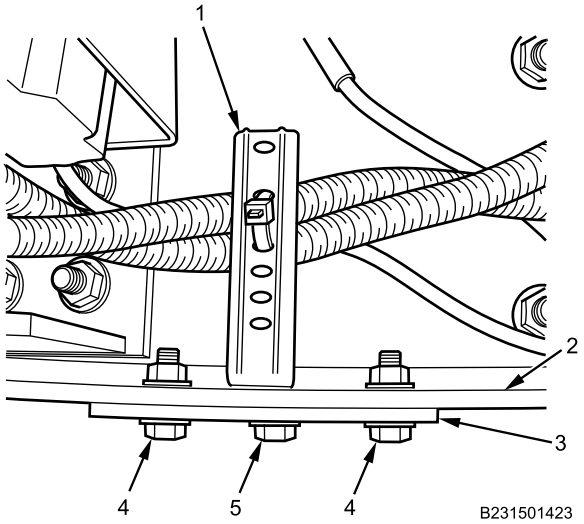

Figure 7. Right Side Lower Bumper Brace.
16. With assistant, remove two bolts (Figure 7, Item 5) and nuts from winch harness supports (Figure 7, Item 1).
17. With assistant, remove four bolts (Figure 7, Item 4) and nuts from lower bumper braces (Figure 7, Item 3).
18. With assistant, remove lower bumper braces (Figure 7, Item 3) from frame rails (Figure 7, Item 2).